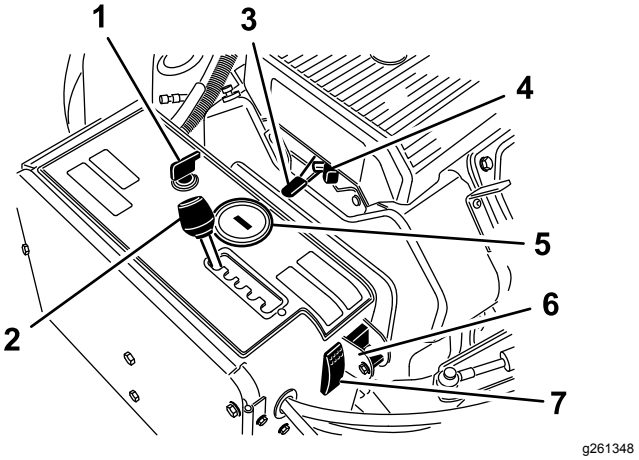

Figur 14
Tenningsbryteren (Figur 14) brukes til å starte og stoppe motoren. Bryteren har tre stillinger:
Flytt luftemaskinens avstandsspak (Figur 14) til ønsket hullavstand eller til T for transport.
Bruk gasspaken (Figur 14) til å styre motorhastigheten. Å flytte gassen fremover øker motorens hastighet (HURTIG-stilling); bakover senker motorens hastighet (LANGSOM-stilling). Motorhastigheten regulerer hastigheten til luftehodet og kontrollerer bakkehastigheten på maskinen.
- Når motoren slås av, viser timetelleren/turtallsmåleren (Figur 14) antallet timer motoren har gått.
Bruk choken når du starter en kald motor (Figur 14).
Vri bryteren til nedre stilling for å skru av TrueCore-funksjonen (Figur 14). Ta ut bolten for å få tilgang til den manuelle bakkebryteren.
Trykk på bryteren på tilbakestilling av systemet (Figur 14) for å heve luftehodet hvis maskinen blir deaktivert (f.eks. hvis maskinen går tom for drivstoff e.l.).